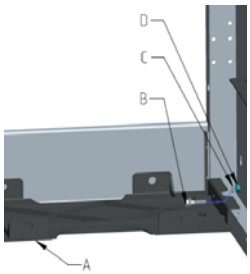
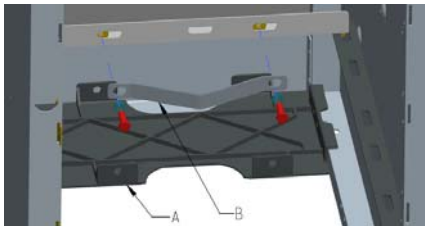

Figure 4.7.1
Figure 4.7.2
- Fixer la tôle de fond arrière (Figure 4.7.1 A) de chaque côté au châssis à l’aide de la vis à embase crantée (Figure 4.7.2 B), de la rondelle à ressort (Figure 4.7.1 C) et de l’écrou (Figure 4.7.1 D).
- Démonter l’attache de câbles (Figure 4.7.2 B).